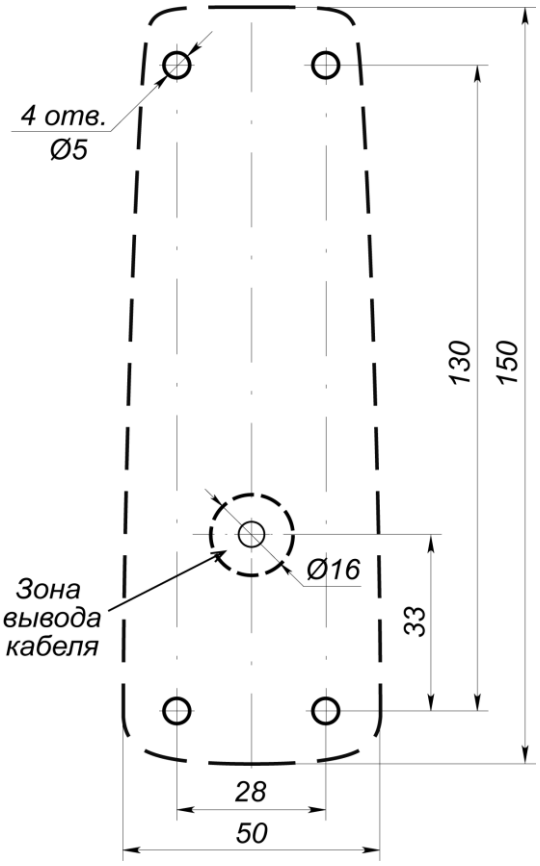

Рисунок 2. Разметка отверстий для установки считывателя (пунктиром показаны габариты корпуса считывателя)
2. Произведите разметку и разделку отверстий на установочной поверхности для крепления металлического основания и проводки кабеля от считывателя. Схема разметки – см. рис.2.